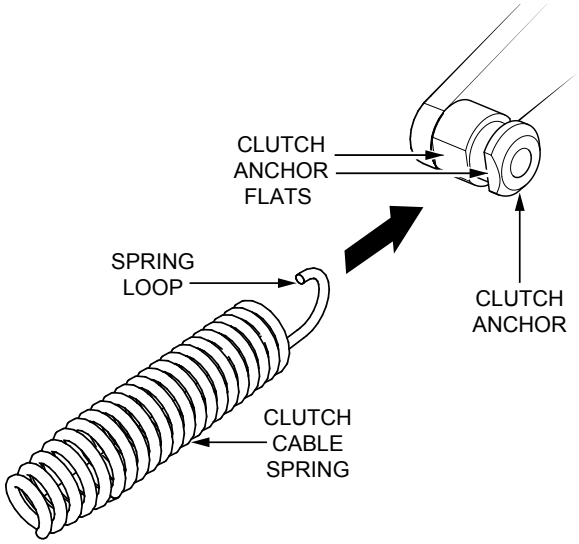

Figure 19. Spring Loop Attachment
9. Connect the clutch cable to the clutch anchor by placing the clutch cable spring loop over the clutch anchor flats as shown in Figure 19. Use needle-nose pliers to slide the spring loop fully into the groove.